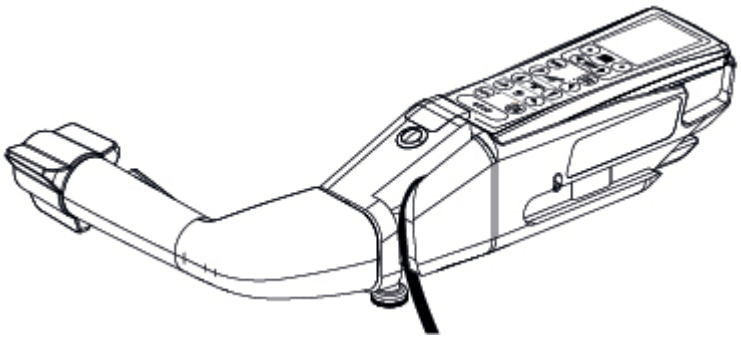

Abbildung 6-8. Installieren der Handsteuerung
3. Schieben Sie die Handsteuerung in den Griff für motorisierten Transport, um sie sicher zu befestigen. Siehe *Abbildung 6-8*.